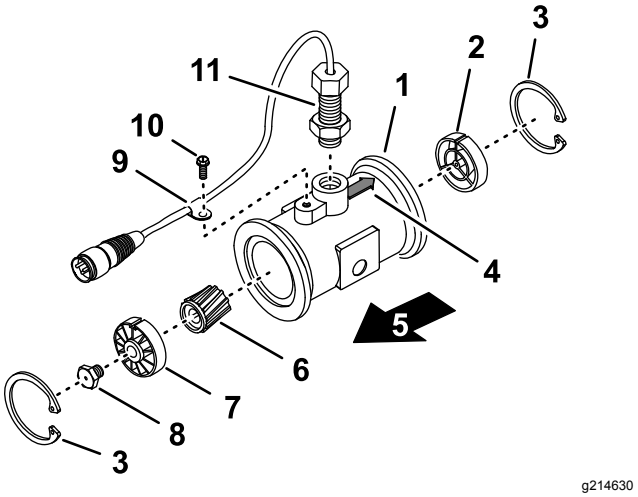

Figur 108
3. Fjern låseringen fra opstrømssiden (Figur 108).